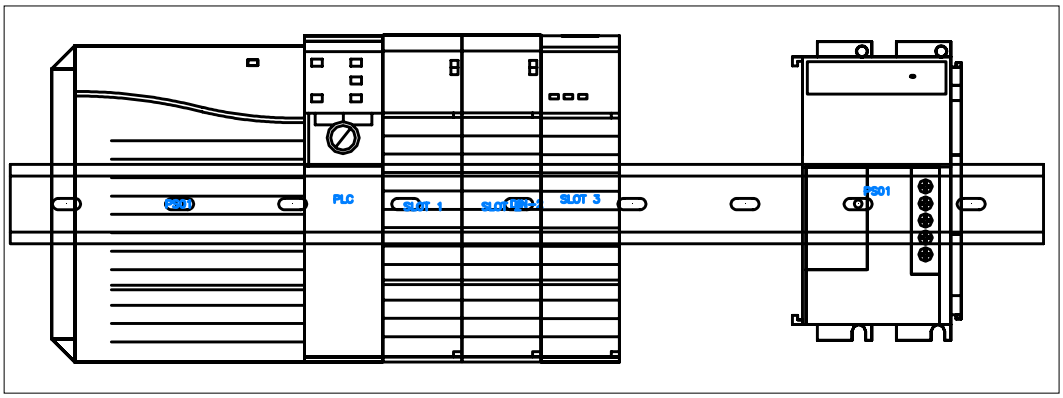
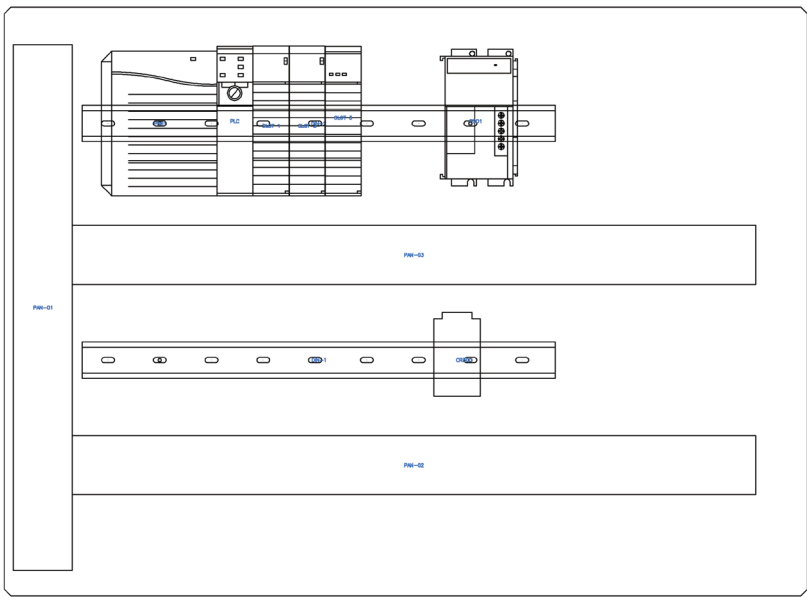

Figure P2-13 *The PS01 power supply inserted in the drawing*
Figure P2-14 *All footprints inserted in the drawing*
54. Enter **PS01** in the **Tag** edit box of the **Component Tag** area. Next, choose the **OK** button in this dialog box; the **Duplicate Panel Layout Tag** message box is displayed. Choose the **Continue** button from it and then choose the **OK** button from the **Panel Layout - Component Insert/Edit** dialog box; PS01 power supply is inserted in the drawing, as shown in Figure P2-13. Figure P2-14 shows all footprints inserted in the drawing.